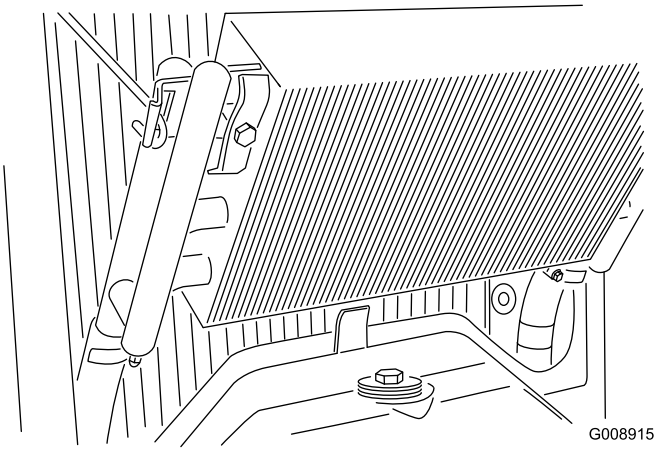

Figur 70
4. Løsne oljekjøleren, og vri den bakover (Figur 70).